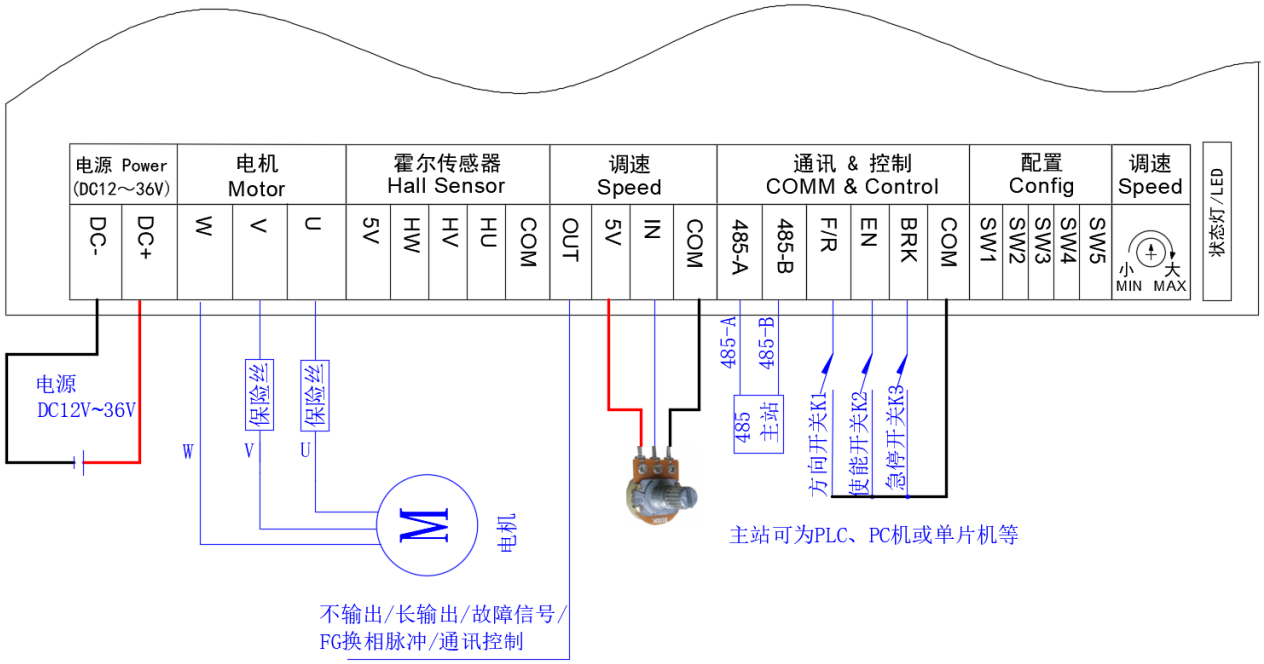
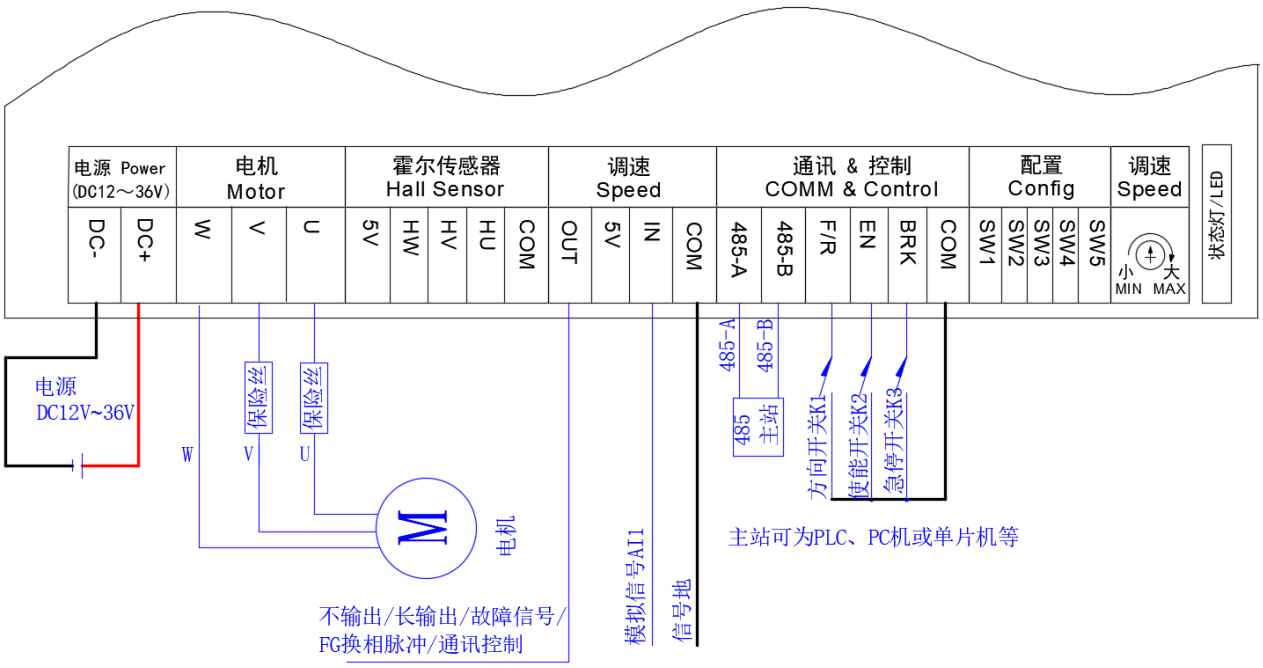

图 6.35 无感外部电位器闭环控制接线图
图 6.36 无感外部模拟量闭环控制接线图
断开驱动器电源，接线如图 6.35 或图 6.36 所示。
- 外部电位器：电位器 VR 两不动端接 5V 和 COM，动端接 SV，用于调速。当电位器动端由 COM 滑向 5V 过程中，电机转速由零到最高转速。接线如图 6.35。
- 外部模拟量输入：SV 接模拟信号 AI1，用于电机调速。COM 接信号地。当 AI1 由 0 到最大值过程中，电机转速由零到最高转速。接线如图 6.36。